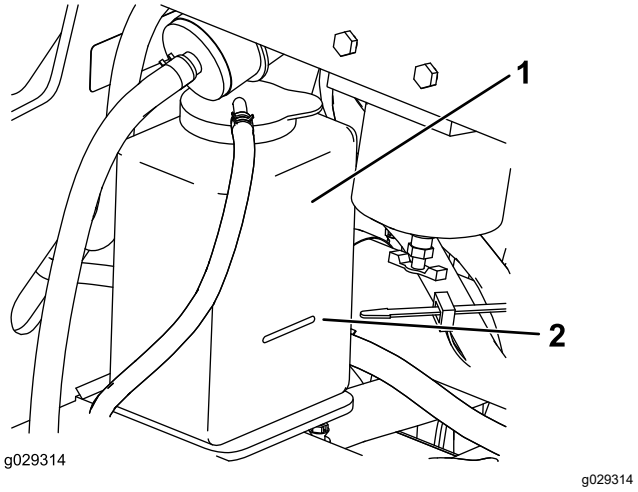

Рисунок 68
3. Проверьте уровень охлаждающей жидкости в расширительном бачке (Рисунок 68).